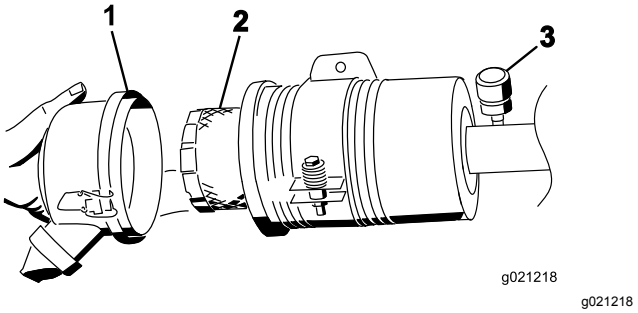

**Figur 54**
3. Afmonter og udskift filteret (Figur 54).